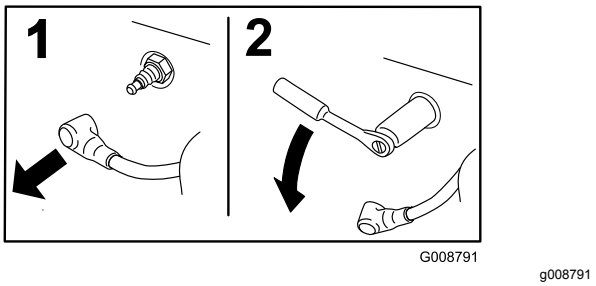

Rysunek 12
2. Wymontuj świecę zapłonową zgodnie z Rysunek 12.